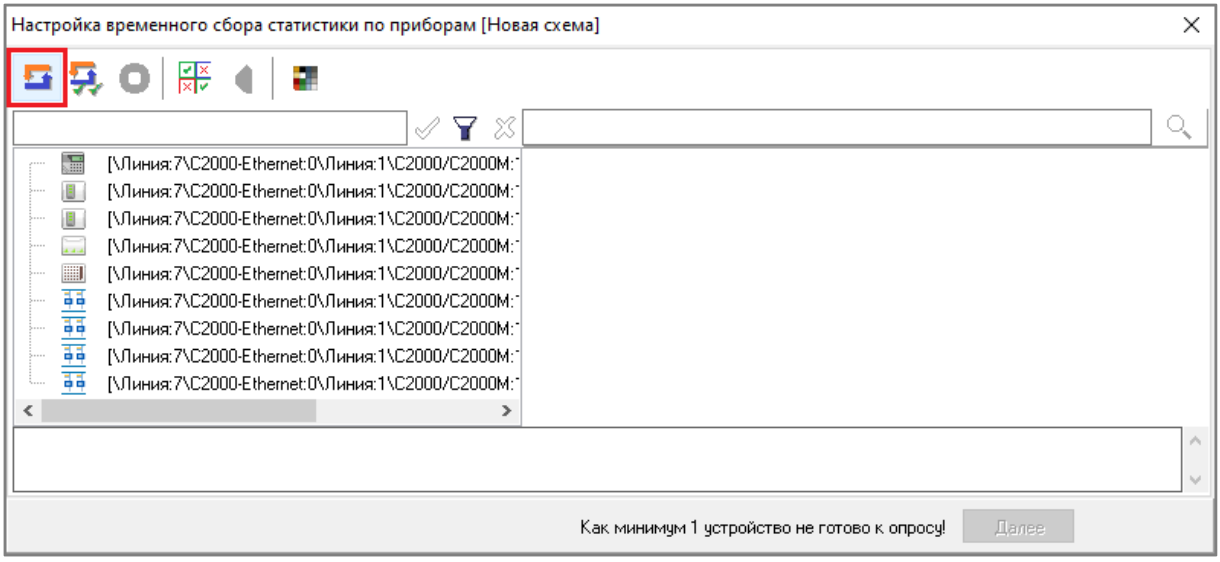

Рисунок 12-151 Запуск процесса инициализации всех объектов списка инициализируемых объектов
- чтобы запустить процесс инициализации всех объектов списка инициализируемых объектов (см. п. 12.6.7.3.2.1), нажмите кнопку «Инициализировать все элементы» (см. Рисунок 12-151);